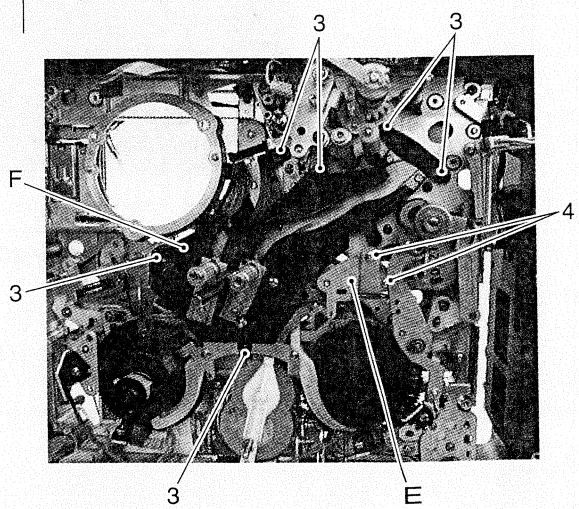

Fig. 2-7-30
6. Remove the six screws 3 (see Fig. 2-7-30).
7. Remove the two screws 4 which retain draw loading arm assembly; this lets the take-up loading assembly F come out (see Fig. 2-7-30).